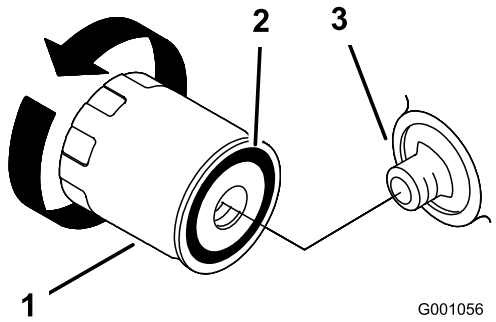

Figur 22
2. Fjern det gamle filter, og aftør filteradapterens pakningsoverflade (Figur 22).
3. Påfør gummipakningen på det nye filter et tyndt lag ny olie (Figur 22).
4. Monter det nye oliefilter i filteradapteren, drej oliefilteret med uret, indtil gummipakningen berører filteradapteren. Spænd dernæst filteret yderligere 2/3–1 omgang (Figur 22).